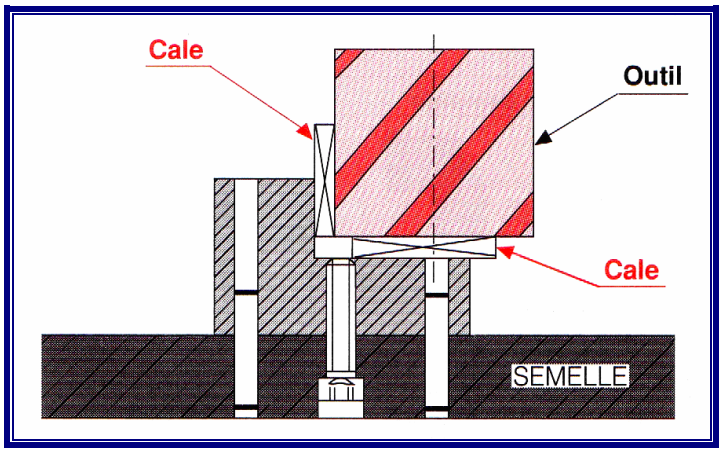

Figure 8. Dispositif de réglage de l'outil
- les éléments de réglage de l'outil placés en retrait de la trajectoire de l'outil (fig. 8),